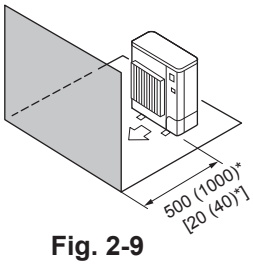

Fig. 2-9
④ Obstáculos sólo en la parte delantera (Fig. 2-9)